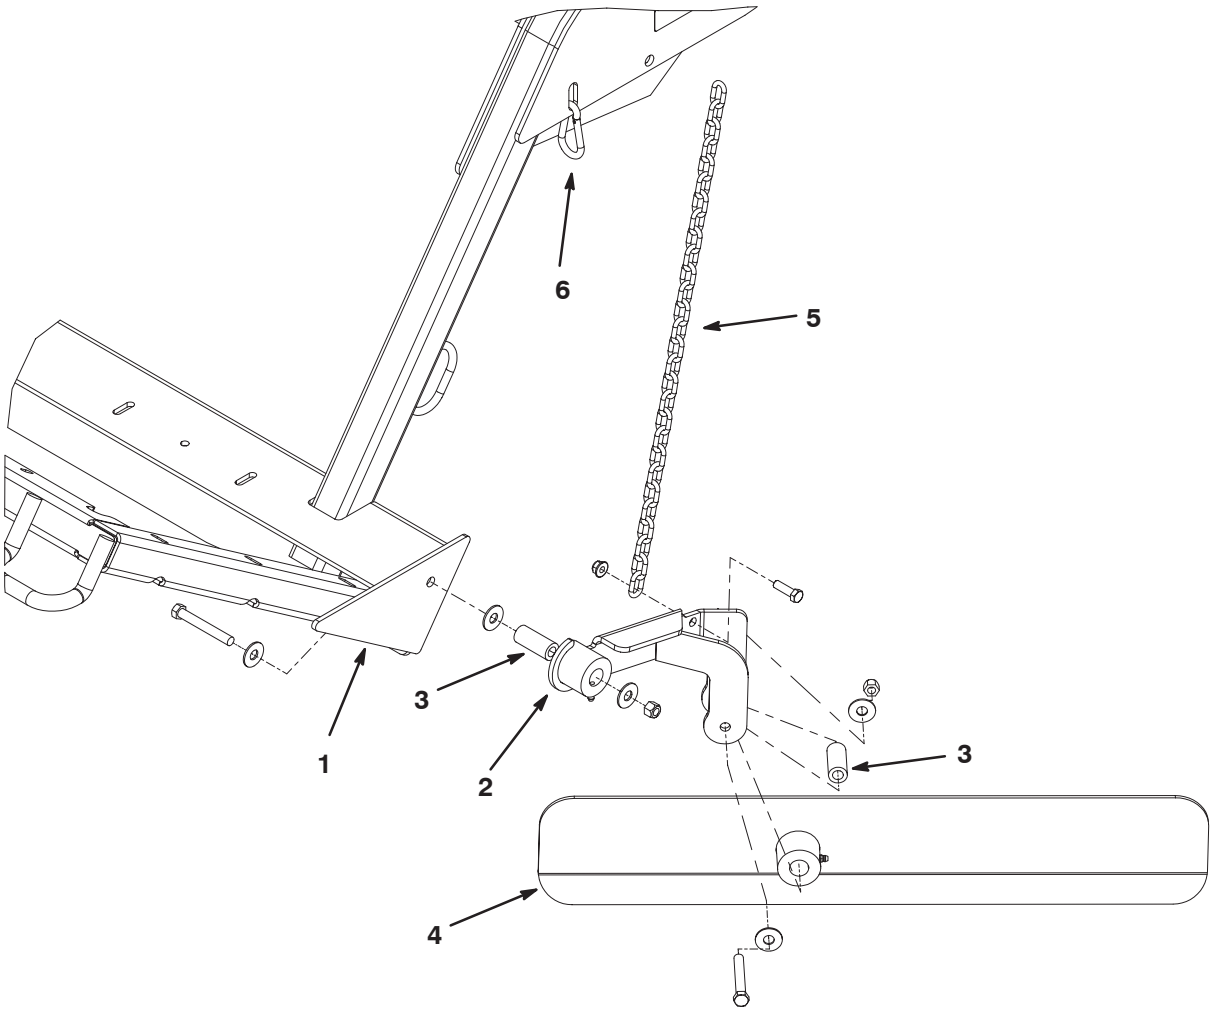

Figur 27
1. Fastgør knivenheden på den venstre ende af fejemaskinens stel med en 7/16 x 3–14 tomme maskinskrue, (3) flade spændeskiver, en afstandsklods og låsemøtrik. Placer komponenterne som vist i figur 27.
2. Fastgør skårlægningsenheden på monteringsenheden med en 7/16 x 3–14 tomme maskinskrue, (2) flade spændeskiver, en afstandsklods og låsemøtrik. Saml komponenterne som vist i figur 27. Den længste ende af kniven skal placeres væk fra fejemaskinen.